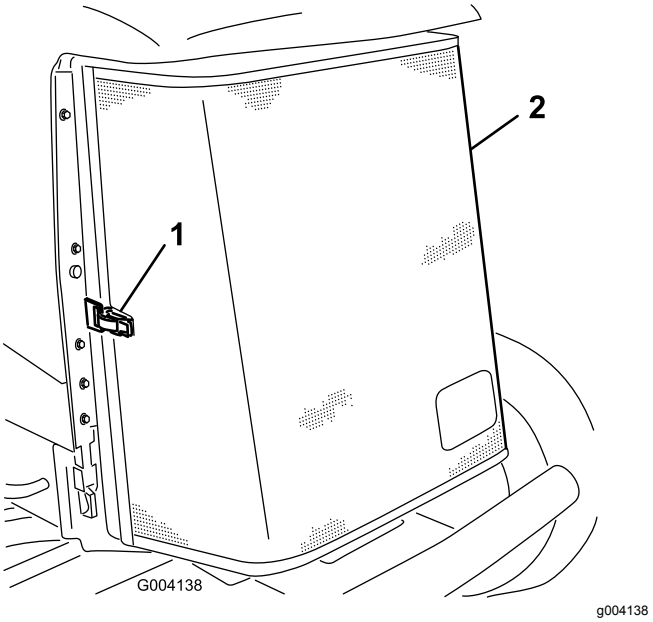

Figur 82
3. Lossa klämman och vrid upp det bakre gallret (Figur 82).